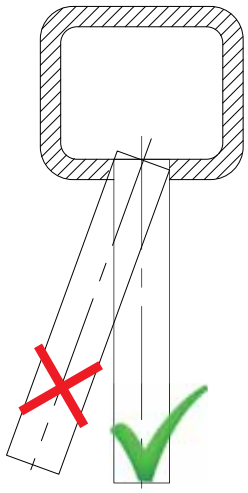

fig. 1
- The discharge duct must be perpendicular with the opposite internal wall of the chimney or of the fumes exhaust duct (fig. 1).
For this type of boiler are available the following fumes discharge configurations: B23P, B33, C13, C33, C43, C53, C63, C83 e C93 (see Fig. 1).